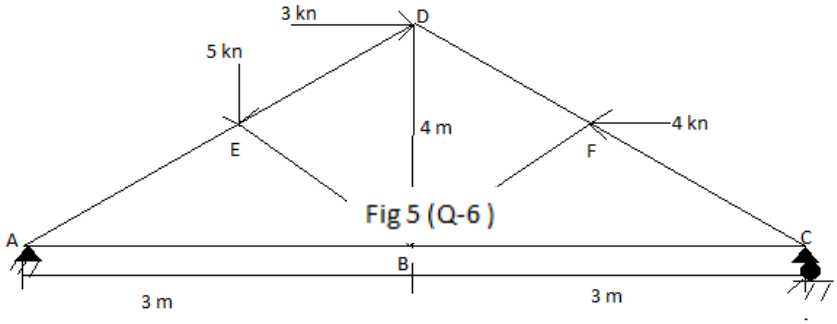

Fig 5 (Q-6)
Q.6 Draw the shear force and bending moment diagram for beam as shown in fig 5,also determine the maximum moment in beam. (10)
Q.7(a) A circular rod of dia 25mm and 800 mm long is subjected to tensile force 75kn.the modulas of elasticity for steel may be taken as 250 kn/mm^2. Find stress,strain and elongation of the bar due (05)